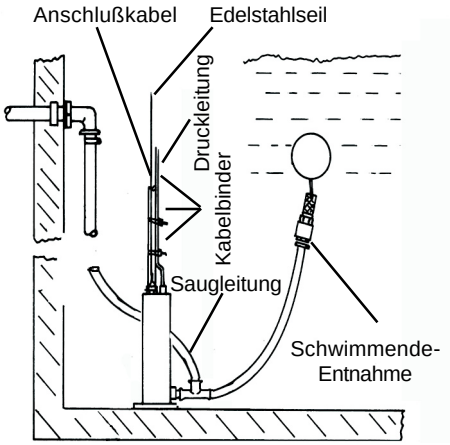

Bild 5
- Um eine Beschädigung des Netzkabels zu vermeiden, ist dieses mit den Kabelbindern im regelmäßigen Abstand von ca. 50 cm an der Druckleitung oder dem Edelstahlseil zu befestigen, siehe Bild 5.